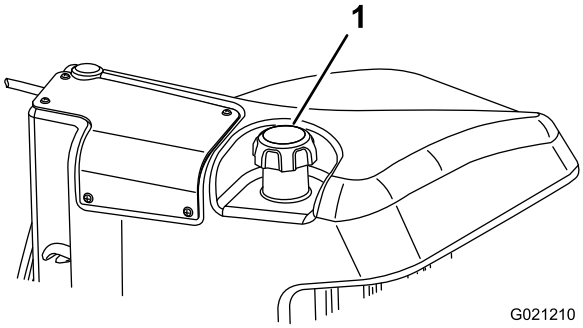

Figur 32
3. Ta bort locket från bränsletanken (Figur 32).